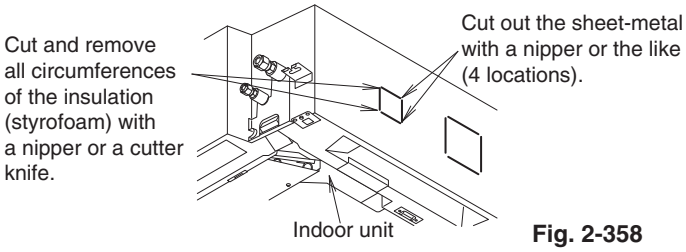

Fig. 2-358
(1) Cut and remove the sheet-metal together with an insulation (styrofoam) with a nipper or a cutter knife paying attention to the incision as a marker on the indoor unit. (Fig. 2-358)